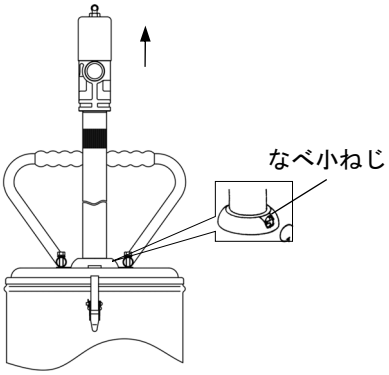

Fig. 10
2) ポンプを固定している本体受けのなべ小ねじを緩め、ポンプを上に引き抜いて、油槽から取り外してください（Fig. 10）。